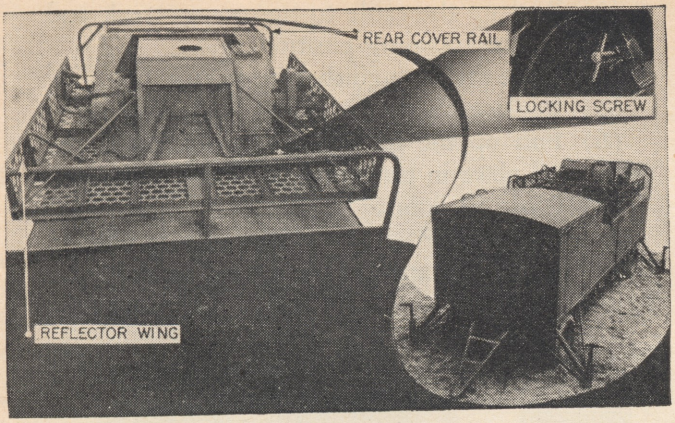

Figure 114. Antenna in traveling position.
(10) Lower the antenna the rest of the way down and fasten it to the four shock mounts.
(11) Swing the rear cover rail up and fasten the chains (fig. 114).
(12) Disconnect the power cable and telephone lines at the front of the trailer.
(13) Remove the fine level vials and place them in the case in the trailer cab. Replace the hatch cover, if necessary.
(14) Reel the telephone cable and signal cable and place in the proper compartment.
(15) Obtain the jack handles from the rack in the trailer cab and insert them in the jacks.
(16) Working in unison, lower the trailer until all the weight is off the jacks.
(17) Unbolt all the outrigger braces and place them in the racks under the sides of the trailer.
(18) Swing up all four outriggers and lock them in traveling position.
(19) Place the front jack pads in their racks at the front of the trailer.
(20) Place the rear jack pads in the rack at the rear of the trailer.